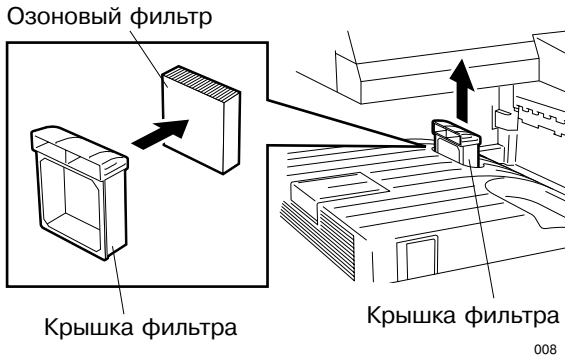

Рис. 2-6-10
4. Отсоедините крышку озонового фильтра. (См. Рис. 2-6-10)
5. Отсоедините крышку озонового фильтра. (См. Рис. 2-6-10)